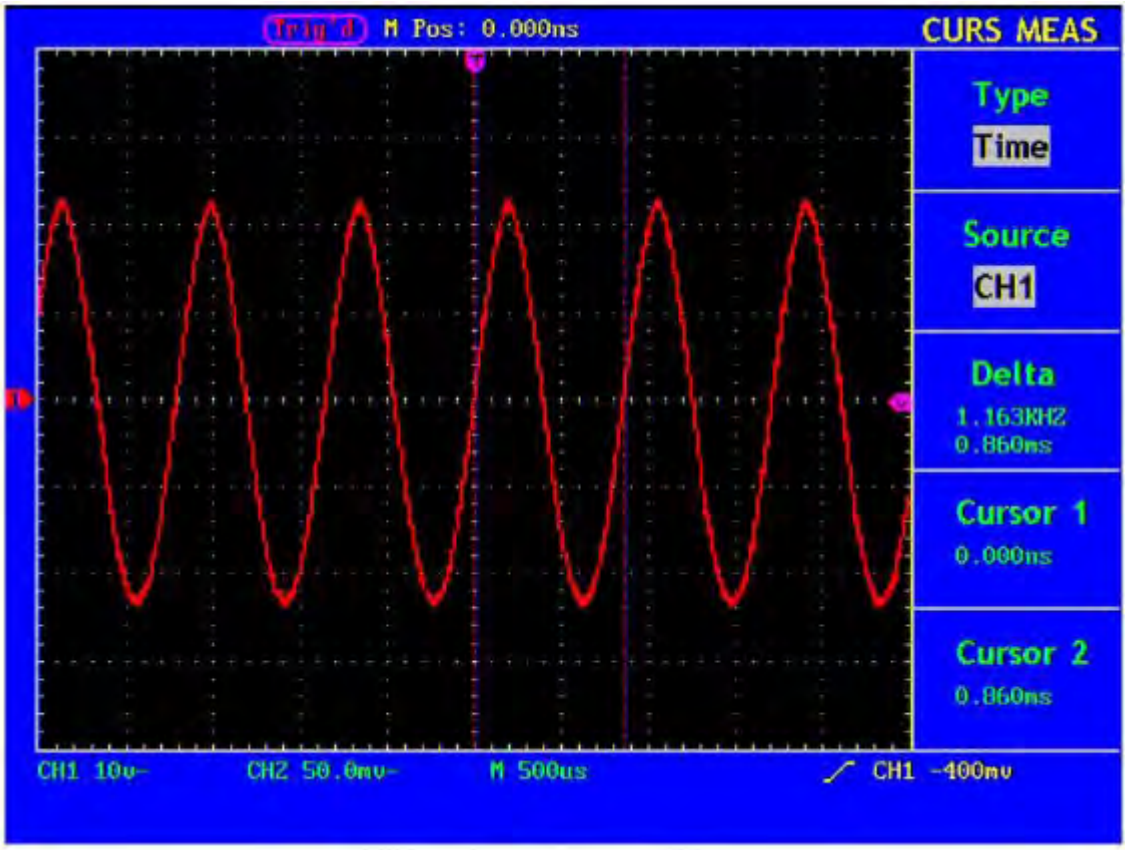

Fig. 53 Wave Form of Cursor Measurement
4. Adjust the positions of **CURSOR1** and **CURSOR2** according to the measured wave form, with the cycle and frequency of Cursor1 and Cursor 2 displayed in the increment window. The current position of Cursor1 is displayed in the Cursor1 window and that of Cursor2 is displayed in the Cursor2 window (see Fig. 53).